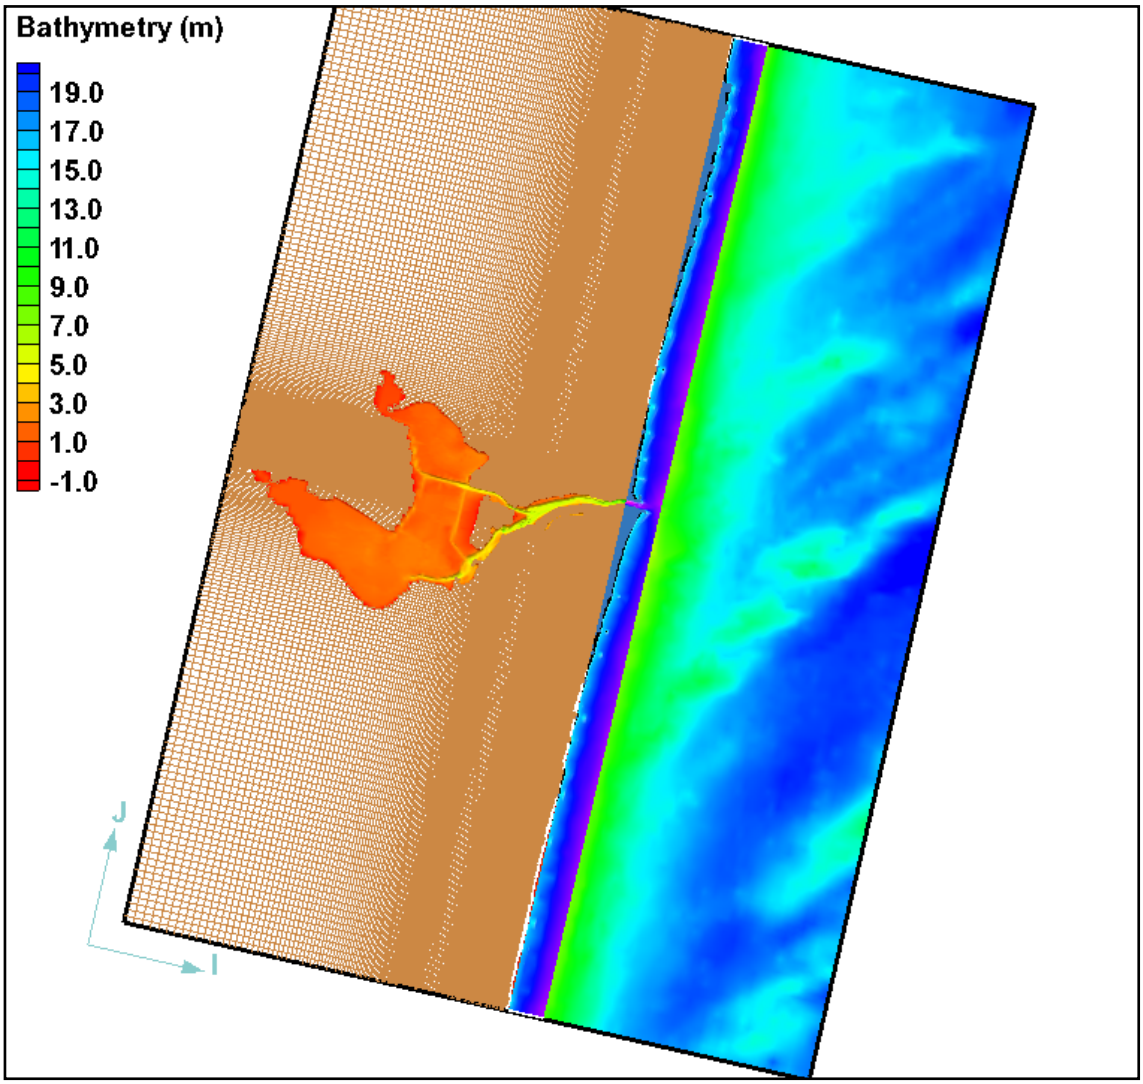

Figure 11. Selection of several rows across the grid.
The triangulated nearshore bathymetry of Shark River is uneven in places, and the beach is the only area of concern for morphology change. The inlet, ebb delta, north and south channels, and offshore transverse shoals with considerable relief should be left as close to the original bathymetry as possible. There are two ways to approach smoothing sections of the nearshore, both using the 3x3 and 5x5 weighting scheme. One would be to select entire rows (J) of the grid and smooth everything, which would also smooth the channel somewhat, and would result in less control over the smoothing (Figure 11). The other is to smooth individual cells at a time